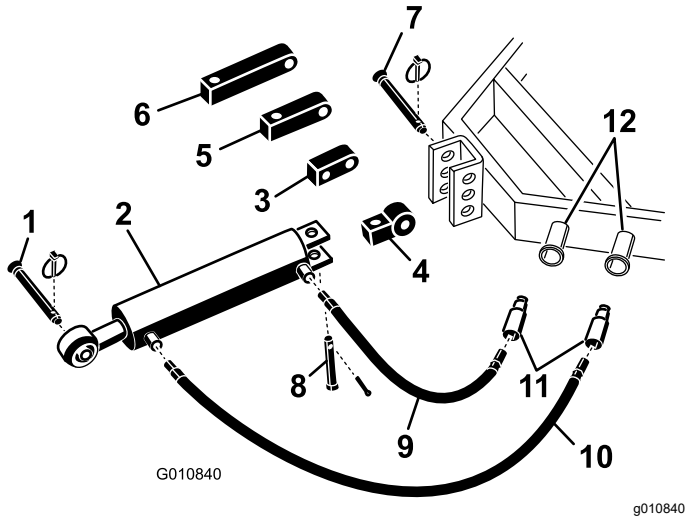

Bild 5
1. Befestigen Sie das Verbindungslenkerende des hydraulischen Oberlenkers mit den mitgelieferten Stiften an der Zugmaschine (Bild 5).
Hinweis: Wenn Sie den Hydraulikzylinder mit den Anschlüssen nach oben positionieren müssen, ändern Sie die Zylinderposition mit einem Drehblock statt des normalen Befestigungsblocks (Bild 5). Sie können einen 90°-Hydraulikanschluss anstatt eines Drehblocks verwenden (90°-Anschlüsse sind nicht im Lieferumfang enthalten).
A. Entfernen Sie den Splint und Stift, mit denen der Standardverbindungslenker am Zylinder befestigt ist (Bild 5). Nehmen Sie den Verbindungslenker vom Zylinder ab.
B. Montieren Sie den Drehblock mit den vorher entfernten Stiften am Zylinder (Bild 5).
2. Verbinden Sie den langen Hydraulikschlauch (106 cm) mit dem Anschluss am hydraulischen Oberlenker, der dem Aerifizierer am nächsten ist Bild 5. Wickeln Sie Gewindeband um das Schlauchgewinde oder tragen Sie Gewindedichtmittel auf, um undichte Stellen zu vermeiden.
3. Verbinden Sie den kurzen Hydraulikschlauch (76 cm) mit dem Anschluss am hydraulischen Oberlenker, der der Zugmaschine am nächsten ist Bild 5. Wickeln Sie Gewindeband um das Schlauchgewinde oder tragen Sie Gewindedichtmittel auf, um undichte Stellen zu vermeiden.
Wenn der Hydraulikzylinder die Befestigungshalterung am Aerifizierer nicht berührt, verwenden Sie statt des normalen Befestigungsblocks einen Verlängerungsblock, um den Zylinder an der Zugmaschine zu befestigen (Bild 5).
B. Montieren Sie den Verlängerungsblock mit der gewünschten Länge mit den vorher entfernten Stiften am Zylinder (Bild 5).